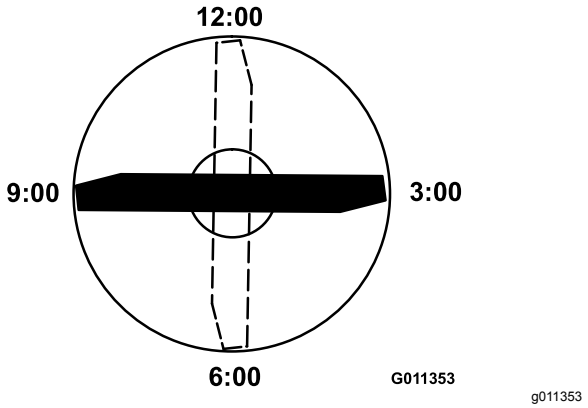

Figur 86
4. Plasser kniveggen på den merkede enden av kniven i stillingen tilsvarende klokken 12 (rett foran i klipperetningen) (Figur 86) og mål høyden fra bordet til kniveggen.
5. Roter den merkede enden av kniven til stillingene tilsvarende klokken 3 og 9 (Figur 86) og mål høydene.